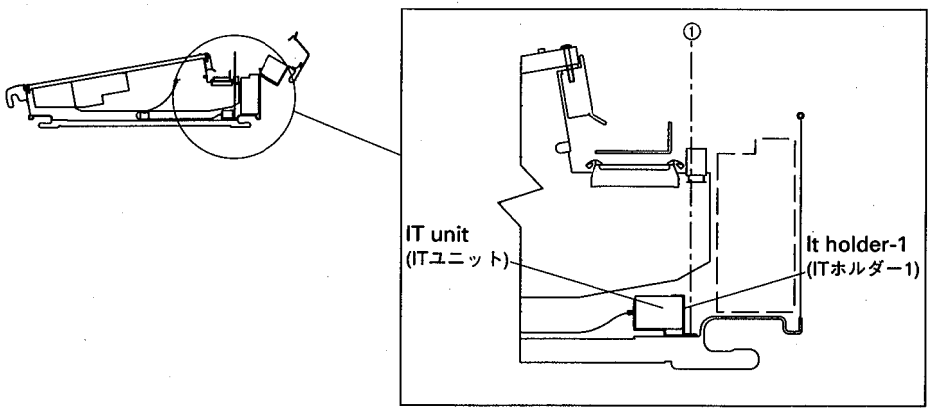

Fig. 2 Installation of the IT unit and IT holder-1
4 Install the IT unit and the IT holder-1 into the PM3500 using a bind head tapping screw, M4.0X8 MFZN2BL marked as ① in Fig. 2.